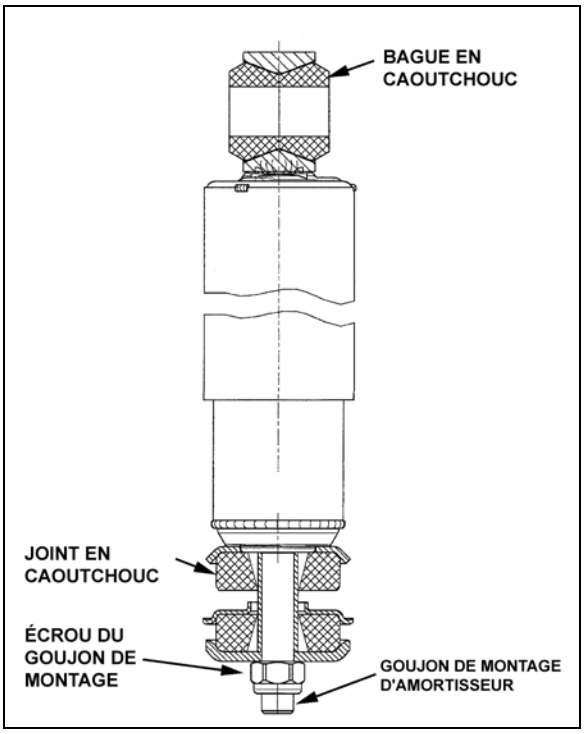

FIGURE 34: AMORTISSEUR 16112
5. Poser l'amortisseur comme illustré à la Figure 34 avec le goujon de montage qui dépasse le trou dans le support de montage et les œillets d'amortisseur par-dessus les goupilles de montage. Poser la rondelle extérieure.